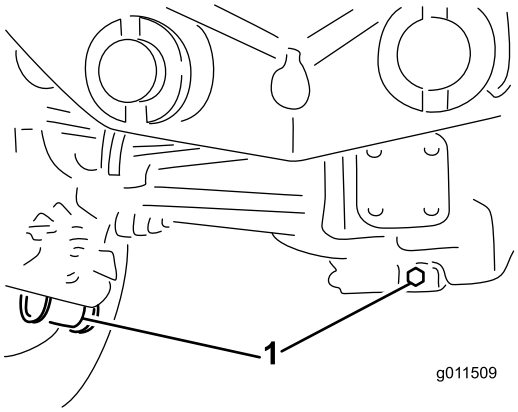

図 62
2. ドレンプラグそれぞれの端部に1本ずつ、中央に1本全部で3本の周囲をきれいにする図 62。